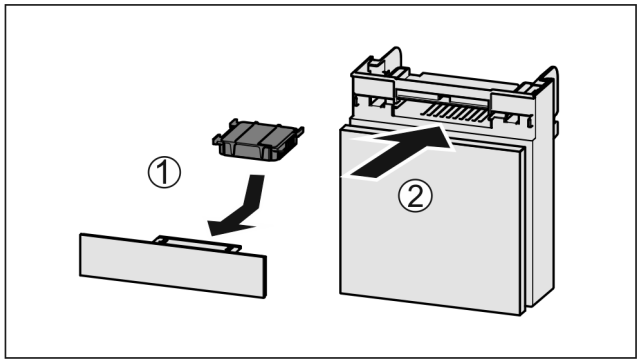

Fig. 206
▶ Introduceți *Fig. 206 (1)* filtrul de cărbune activ după cum se vede în figură.
▶ Împingeți *Fig. 206 (2)* compartimentul în interior.